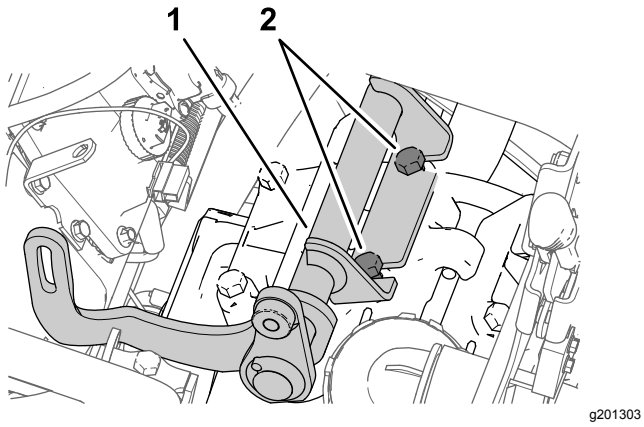

Figuur 177
2. Lijn de beugel van de wisselstroomdynamo uit tussen enerzijds de bouten die u losgedraaid hebt en die getoond worden in stap 1 en anderzijds de pompkop (Figuur 177).